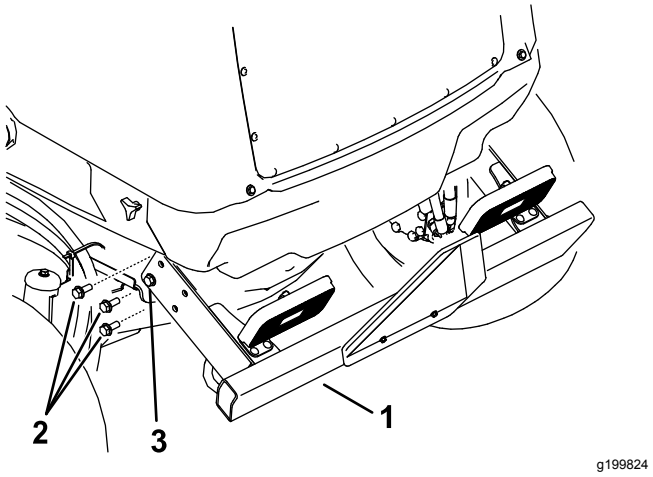

Figur 100
2. Fjern de tre flensskruene fra hver side av bakre støtfangeren som vist i Figur 100.
6. Hev den bakre støtfangeren på plass og monter flensskruene. Trekk til alle flensskruene som fester den bakre støtfangeren til rammen (Figur 100).